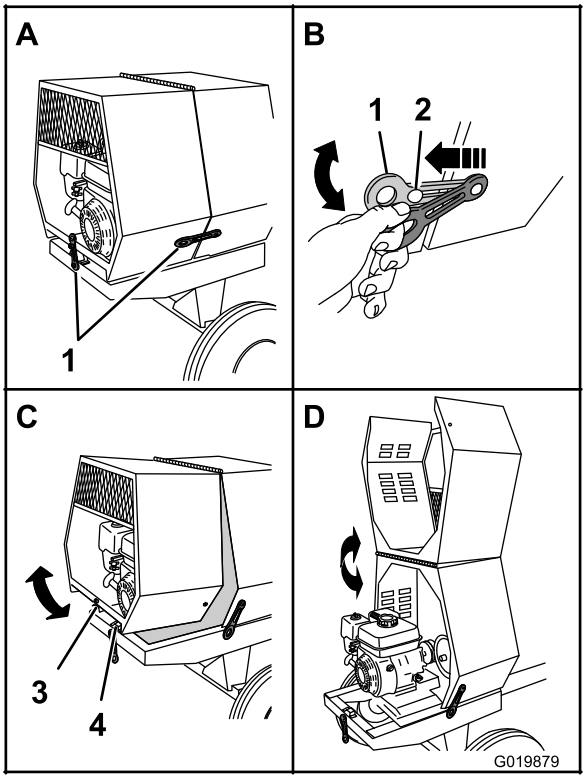

Figura 30
1. En el lado de la máquina, en la unión entre la cubierta delantera y la trasera, agarre el anillo del cierre y desengánchelo del anclaje de la cubierta trasera (Figura 30).
3. En la parte trasera de la máquina donde la cubierta trasera se une al bastidor de la máquina, sujete el anillo del cierre y retírelo del anclaje de la cubierta (Figura 30).
4. Gire la cubierta trasera hacia arriba y hacia adelante hasta que quede colocada sobre la cubierta delantera (Figura 30).
1. Gire la cubierta trasera hacia atrás y hacia abajo hasta que el alojamiento situado en el centro del borde inferior esté alineado con el perfil en V y enrasado con el bastidor de la máquina (Figura 30).
4. Repita el paso 3 en el otro lado de la máquina (Figura 30).